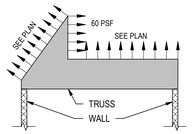
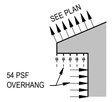

FIGURE 1: PARAPET
FIGURE 2: OVERHANG
4. REFERENCE FIGURE 1 FOR MANSARD ROOF PRESSURES; REFERENCE FIGURE 2 FOR OVERHANGS.